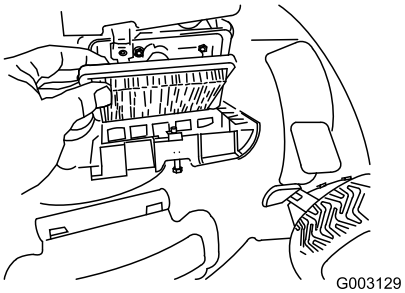

**Figur 33**
3. Byt ut luftfiltret (Figur 33).